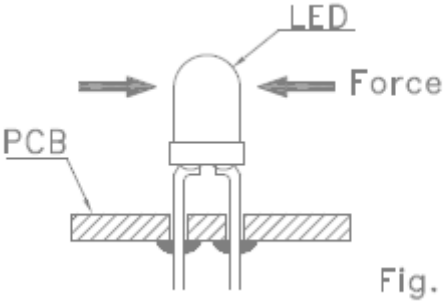

Fig. 9
6. After soldering or other high-temperature assembly, allow the LED to cool down to 50 ℃ before applying outside force (Fig.9). In general, avoid placing excess force on the LED to avoid damage. For any questions please consult with LIGHT representative for proper handling procedures.